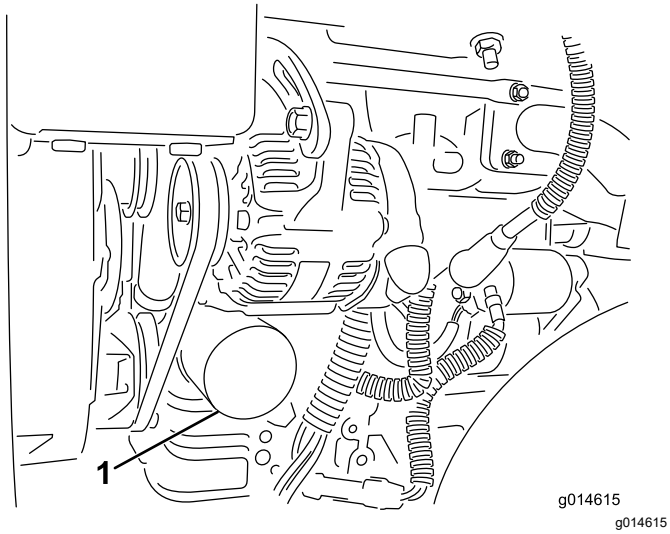

**Rysunek 32**
2. Wyciągnij filtr oleju (Rysunek 32). Nałóż cienką warstwę czystego oleju na uszczelkę nowego filtra.